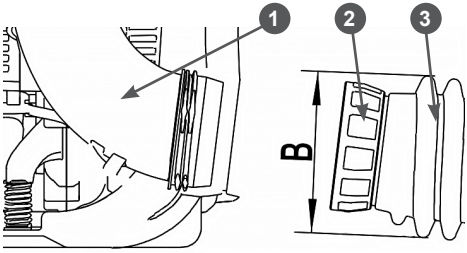
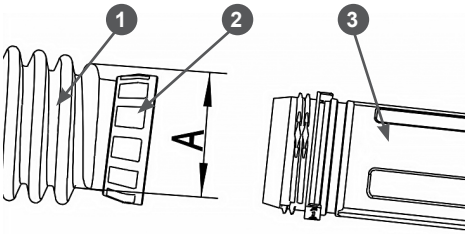

Рис. 3. Соединение трубы вентилятора и гофрированной трубы
Рис. 4. Соединение гофрированной и напорной труб
1. Соедините стопорную гайку 2 на гофрированной трубе 3 с трубой 1, установленной на корпусе вентилятора (Рис. 3).
Обратите внимание, что при установке гофрированной трубы размер В (Рис. 3) больше диаметром, чем размер А (Рис. 4).
2. Соедините стопорную гайку 2 на гофрированной трубе 1 с трубой 3 (Рис. 4).